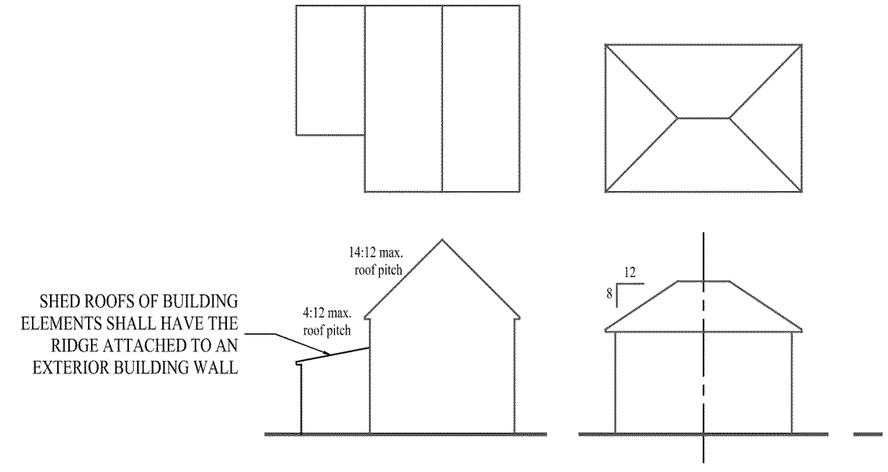

*Figure 19*
3. Eaves shall have no more than six outside corners. See Figure 19.